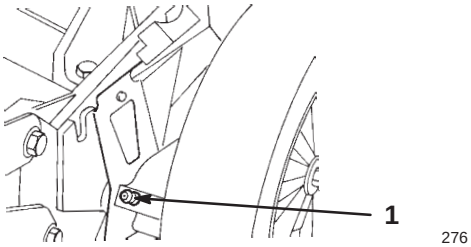

Figur 27
5. Torka av smörjnipplarna med en ren trasa (figur 27).